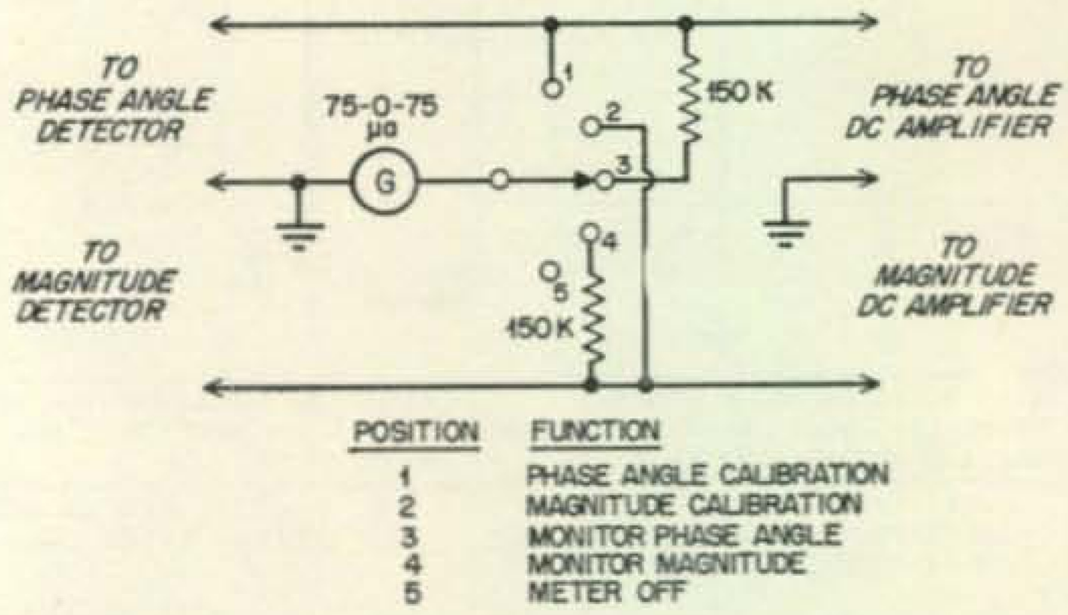

Fig. 7. Switching arrangement for use of a single meter with the "True-Matcher."
g. Un-plug the meters from the "True-Matcher" and substitute the input connections to the d-c amplifiers. (If it is desired to retain the meters to monitor operation, it will be necessary to insert a resistance of at least 150,000 ohms in series with each meter in order to prevent reduction of signals to the amplifiers. This will, of course, reduce the sensitivity of the meter indications. (See *Fig. 7*)